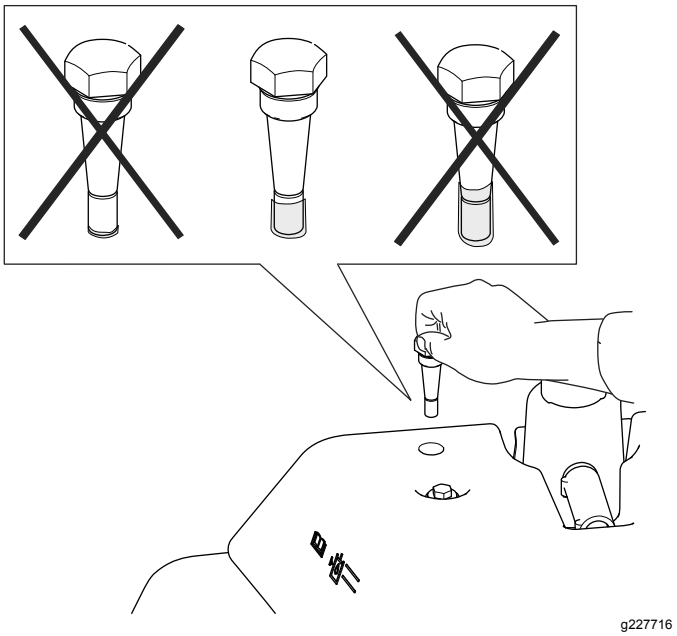

**Figuur 49**
4. Verwijder de peilstok en controleer het vloeistofpeil. Als het zich tussen de markeringen op het kijkglas bevindt, is er voldoende vloeistof. Als het vloeistofpeil niet tussen de markeringen ligt, moet u het vloeistofpeil dienovereenkomstig aanpassen (Figuur 49).